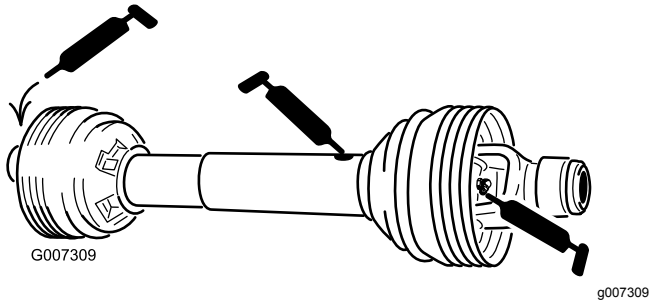

Figur 45
Kraftuttagsaxel (3) (Figur 45)